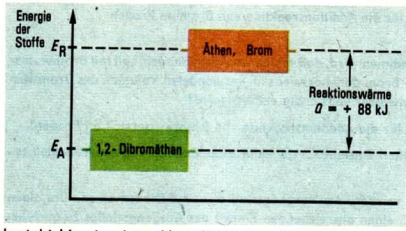

Abb. 94 Energiediagramm zur Eliminierung von Brom aus 1,2-Dibromäthan
Die Reaktion ist eine Umkehrung der Additionsreaktion von Brom an Äthen (Abb. 94). ④ ⑤ Auch die Hydrierung von Äthen ist umkehrbar.